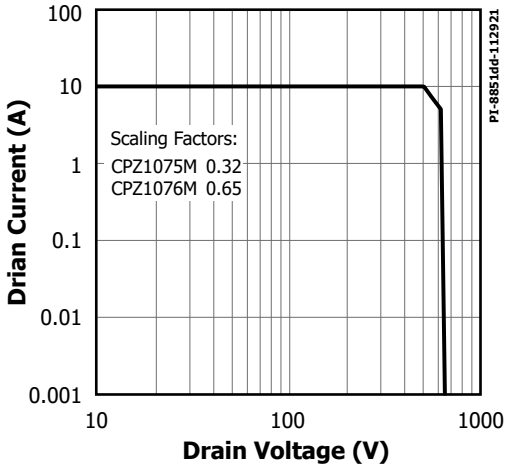

Figure 17. Maximum Allowable Drain Current vs. Drain Voltage.
7. Please refer to Figure 17 about maximum voltage and current combinations.